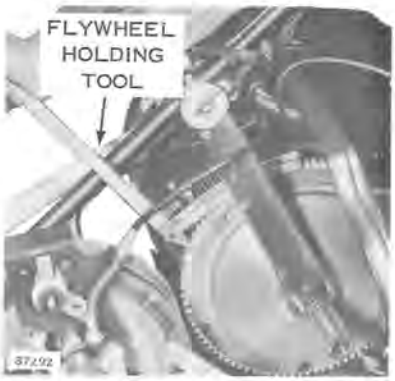

Figure 10-16
3. Hold the eccentric shaft with holding tool or spline wrench and torque flywheel nut with torque wrench and Snap-On Part No. 8506-22 as shown in Figure 10-16. Adjusted torque reading with special tool used in this manner is 75-93 ft. lbs. Use Loctite Retaining Compound #40.